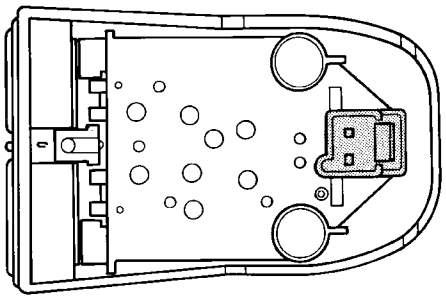

Fig. 7 Conmutador del control de velocidad
(1) Retire el conjunto de conmutador de control de velocidad ON, OFF y desconecte el conector de dos vías (Fig. 7).
(2) Utilice un ohmiómetro y ponga en contacto un cable del medidor con una espiga y el otro cable con la otra espiga. La lectura del indicador no debe reflejar continuidad. Oprima el botón OFF, la lectura del ohmiómetro deberá ser de 0 a 0,5 ohmios. Oprima el botón ON, la lectura del ohmiómetro deberá ser de 15.245 a 15.555 ohmios. Si la resistencia no corresponde a estos valores, reemplace el conmutador.
(3) Retire el conjunto del conmutador del control de velocidad RESUME/SET/CANCEL y desconecte el conector de dos vías.
(4) Utilice un ohmiómetro y ponga en contacto un cable del indicador con una espiga y el otro cable con la otra espiga. El medidor no deberá indicar continuidad. Oprima el botón SET, la lectura en el ohmiómetro deberá ser de 2.910 a 2.970 ohmios. Oprima el botón RESUME, en el ohmiómetro se deberá leer de 6.580 a 6.720 ohmios. Oprima el botón CANCEL, en el ohmiómetro se deberá leer de 900 a 920 ohmios. Si los valores de la resistencia no se ajustan a estas especificaciones, reemplace el conmutador.